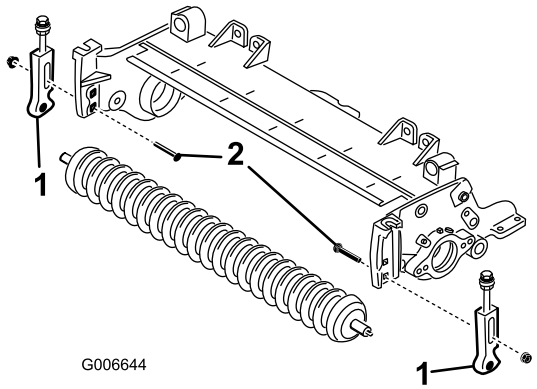

Bild 19
12. Nehmen Sie die Schlossschrauben und Muttern ab, mit denen die Schnitthöhenhalterungen an den Seitenplatten der Schneideinheit befestigt sind (Bild 19).
13. Lösen Sie die Kopfschrauben und die Sicherungsmuttern, mit denen die Schnitthöhenhalterungen an der vorderen Rollenwelle befestigt sind (Bild 19).
14. Nehmen Sie die Schnitthöhenhalterungen und die vordere Rolle von den Seitenplatten der Schneideinheit ab (Bild 19).